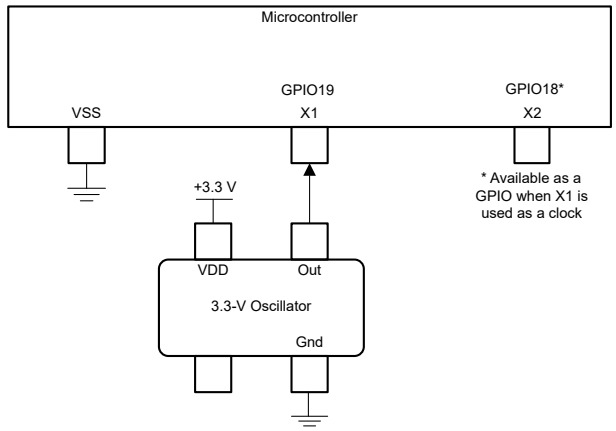

図 6-13. シングルエンド 3.3V 外部クロック
- シングルエンドの 3.3V 外部クロック。図 6-13 に示すように、クロック信号を X1 に接続し、XTALCR.SE ビットを 1 に設定する必要があります。